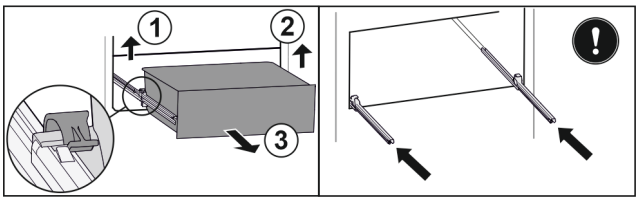

Fig. 186
▶ Soulever la bride gauche et tirer dans le même temps la partie gauche du tiroir vers l'avant. *Fig. 186 (1)*
▶ Soulever la bride droite et tirer dans le même temps la partie droite du tiroir vers l'avant. *Fig. 186 (2)*
▶ Retirer le tiroir par l'avant. *Fig. 186 (3)*